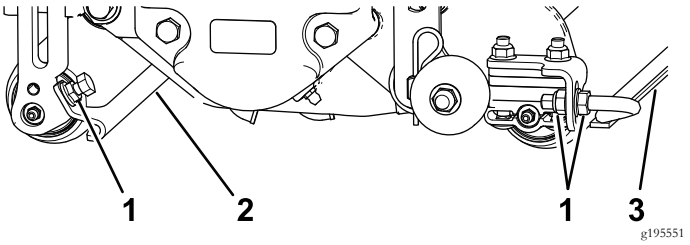

Figuur 11
1. Draai de flensmoeren los waarmee de rolschrapers zijn bevestigd (Figuur 11).
Voordat de verticuteermessen omlaag worden gebracht tot op de vloer of van de tractie-eenheid worden verwijderd, moet u de transportrollen (Figuur 11) verwijderen om de messen te beschermen tegen contact met een hard oppervlak.